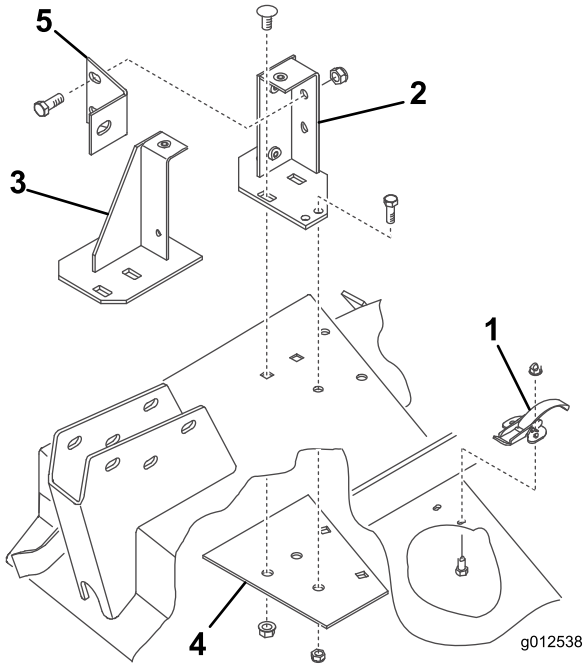

Figura 9
1. Retire os dispositivos de fixação que prendem o trinco da mola da cobertura da plataforma direita ao lado direito da plataforma de corte (Figura 9). Retire e guarde o trinco para utilização futura com a tampa do lado direito.
2. Posicione o soprador e os suportes de montagem na plataforma, alinhando os orifícios de montagem com os orifícios previamente utilizados para a montagem do defletor da relva. Figura 9 é mostrado com o soprador retirado dos suportes. Certifique-se de que não existe folga entre o soprador e a plataforma de corte.
3. Posicione a nova placa de reforço debaixo da plataforma, alinhando os orifícios de montagem com os orifícios previamente utilizados para a montagem do defletor da relva (Figura 9).
4. Monte os suportes traseiro e dianteiro e a placa de reforço na plataforma com 2 parafusos de carroçaria anteriormente retirados (3/8 - 16 x 7/8 pol.) e porcas flangeadas cada (Figura 9). As cabeças dos parafusos têm de estar na parte de cima da plataforma.
7. Fixe os suportes e a placa de reforço na plataforma com parafusos (5/16-18 x 3/4 pol.) e porcas de bloqueio (Figura 9). As cabeças dos parafusos têm de estar na parte de cima da plataforma.
8. Monte o suporte do soprador no suporte de montagem traseiro com 2 parafusos (3/8-16 x 1 pol.) e porcas de bloqueio (Figura 9) e no braço da roda giratória com um parafuso (3/8-16 x 1 pol.).